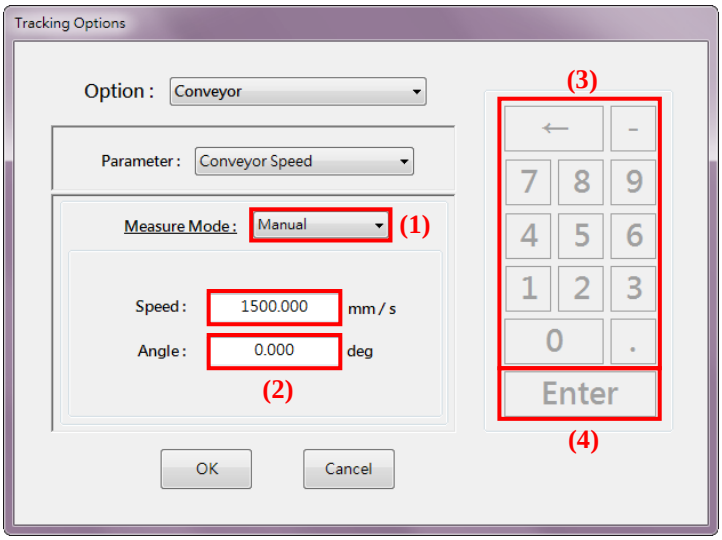

Figure 8-15 Conveyor speed manual setting mode
(1). As shown in Figure 8-15, select the "Manual" option.